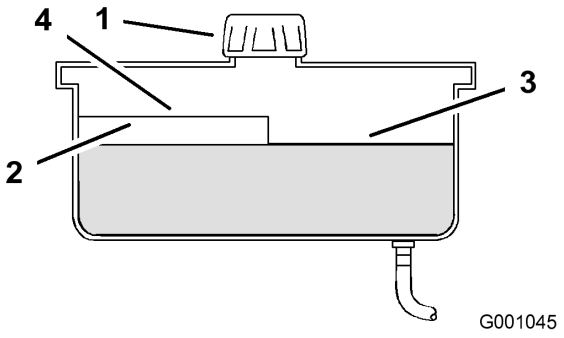

Figure 64
2. Nettoyez la surface autour du goulot de remplissage du réservoir hydraulique (Figure 64).
3. Enlevez le bouchon du goulot de remplissage et vérifiez si le réservoir contient du liquide (Figure 64).
Remarque: Lorsque l'huile est chaude, le niveau de liquide doit atteindre le haut du repère "à chaud" sur le déflecteur (Figure 64).